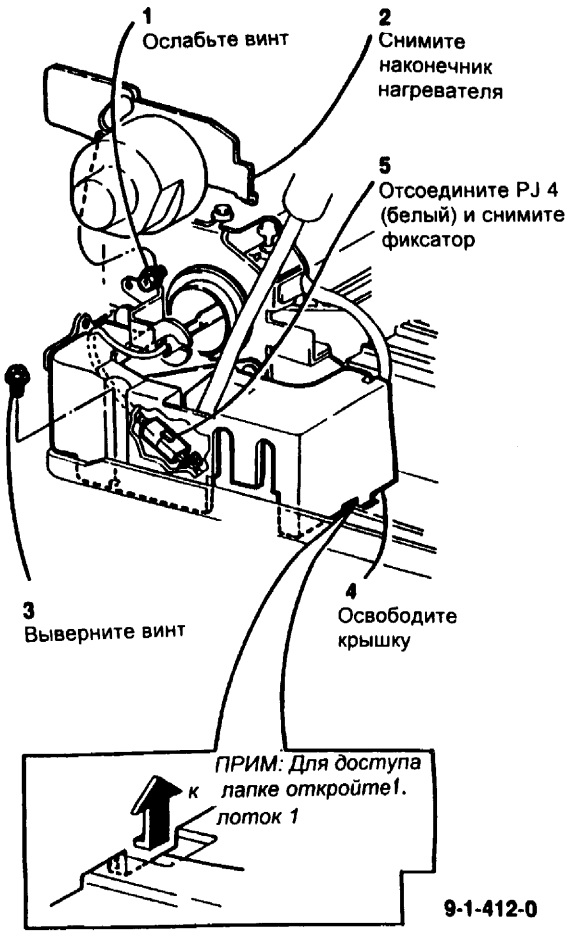

Рис. 2 Подготовка к снятию нагревательного стержня
5. (Рис. 2) (Передняя сторона аппарата) Отсоедините проводку и снимите наконечник нагревателя.